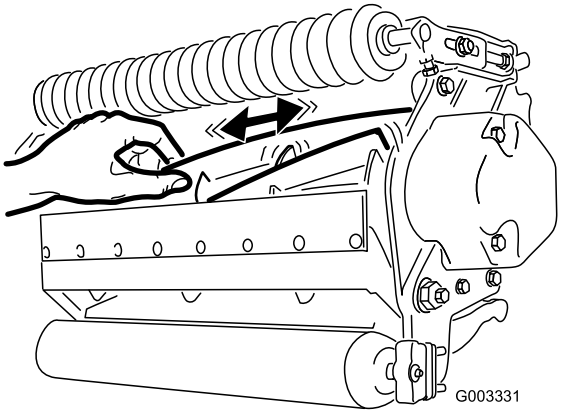

Figur 26
2. Bruk en fille eller polstret hanske, hold fast til spoleakselen og forsøk å flytte spolen fra side til side (Figur 26).